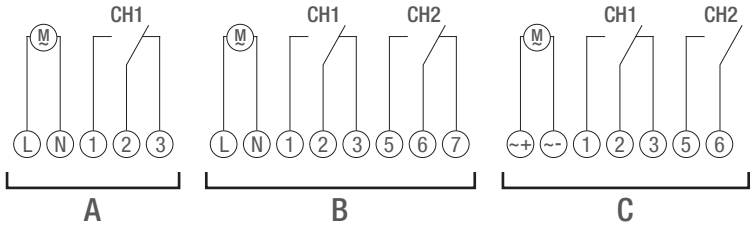

Fig. 5: Esquema de conexiones
3. Conecte el interruptor horario de carril DIN según el esquema de conexiones (Fig. 5/A), (Fig. 5/B) o (Fig. 5/C).